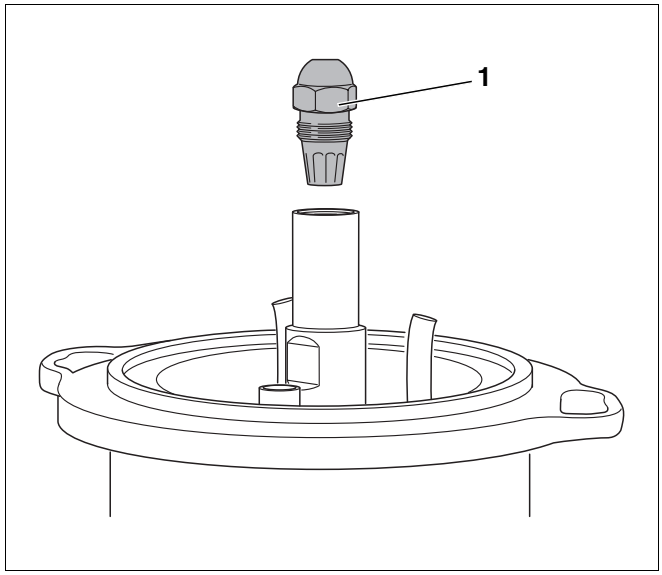

Rys. 35 Demontaż dyszy
- Odkręcić dyszę (rys. 35, **poz. 1**) dwoma kluczami SW 16 i SW 19.
- Zdemontować dyszę (rys. 35, strona 33).